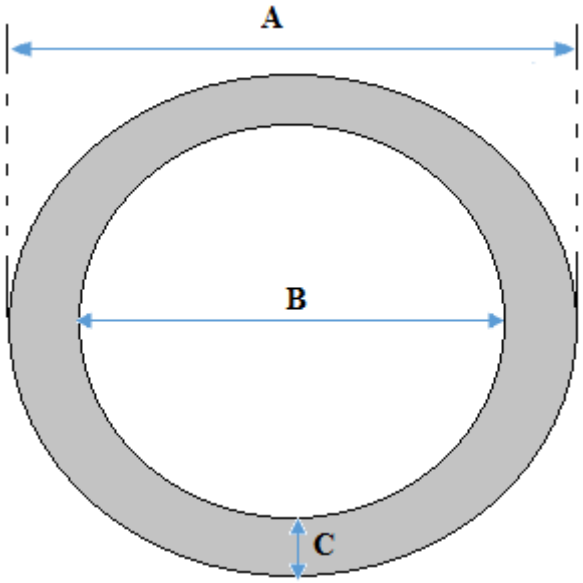

FIGURE 2
3.2 FIGURE 2 below shows a sectional view of a pipe.